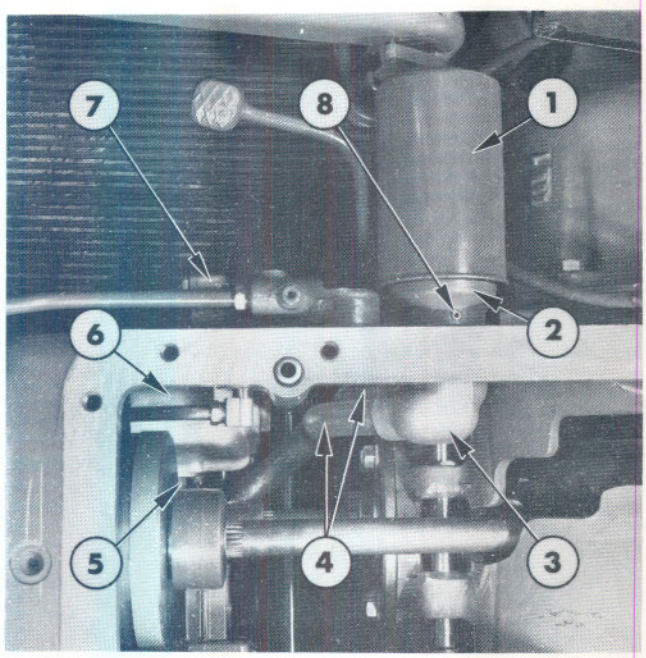

Figure 21
2. Unscrew and remove the filter, Figure 21.